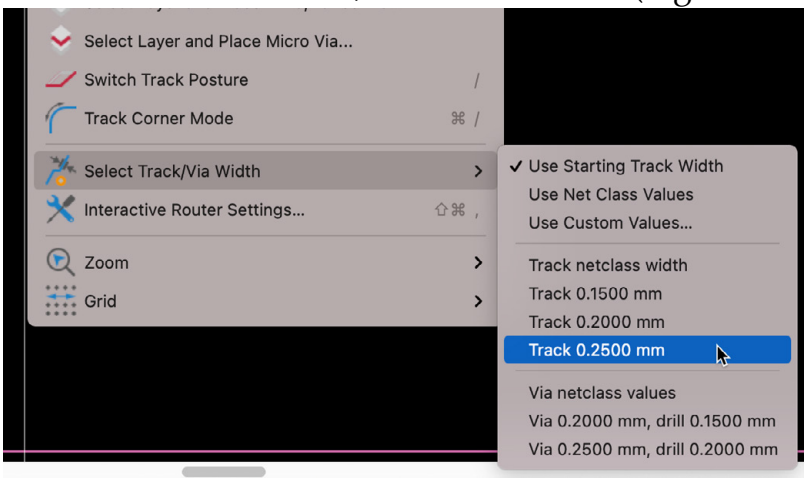

Figure 13.8.5: You can select pre-defined sizes through the context menu; this requires the track, via, or differential pairs tool to be enabled.
2. With the track, via, or differential pair tool already selected, you can right-click in the editor to bring up the context menu and then select one of the available sizes from the Select Track/Via Width menu (Figure 13.8.5).